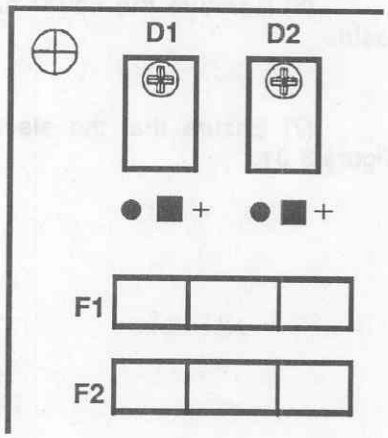

Figure 3-29. Fuses.
e. Test the two fuses, identified as "F1" and "F2," located on the relay PCB (fig 3-29), with a multimeter.